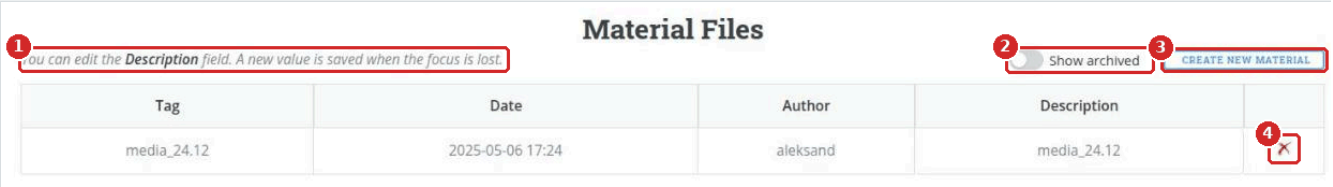

Figure 14. EDIT MATERIALS: (1) editable descriptions, (2) Show archived, (3) CREATE NEW MATERIAL, (4) delete or archive
1. In the menu, click **EDIT GEOMETRY › EDIT MATERIALS**. The **Material Files** table opens (Figure 14).
2. Click **CREATE NEW MATERIAL** (3 in Figure 14).